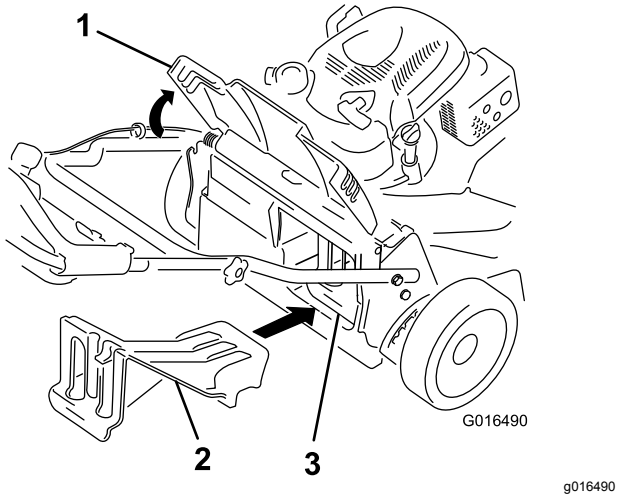

Figur 25
- Hvis den bakre utslippspluggen ikke er montert, griper du tak i håndtaket, hever den bakre døren og fører den inn i den bakre utslippssjakten til låsen festes på plass. Se Figur 25.
Viktig: **Pass på at den bakre utslippspluggen er på plass før du resirkulerer gress- og løvrestene (Figur 25).**